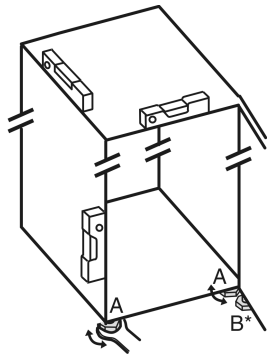

Fig. 5
▶ Stellfüße *Fig. 5 (A)* mit beiliegendem Gabelschlüssel und mit Hilfe einer Wasserwaage herausdrehen, bis das Gerät fest und ebenstehend ausgerichtet ist.
▶ Stellfuß *Fig. 5 (B)* am Lagerbock mit beiliegendem Gabelschlüssel herausdrehen, bis er auf dem Boden aufliegt.
▶ Stellfuß *Fig. 5 (B)* um 90° weiter drehen.